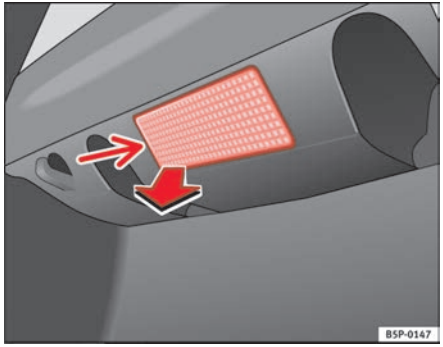

Fig. 197 Luggage compartment light
– Extract the tulip shaped fitting by pressing on the inside edge of this -arrow- using the flat side of a screwdriver ⇒ fig. 197.